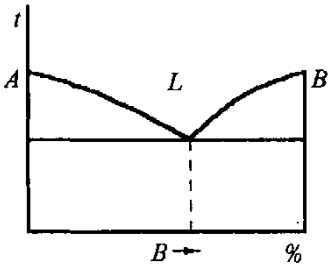

Рис. 26
61. Какая диаграмма состояния представлена на рис. 26?